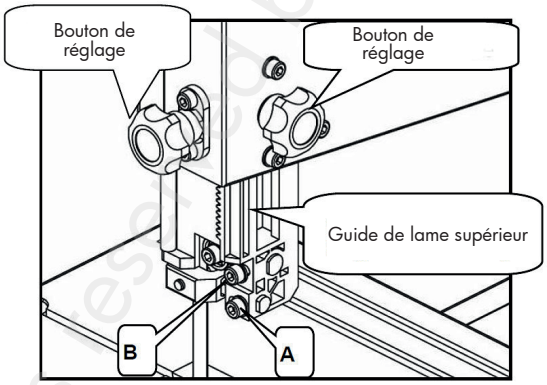
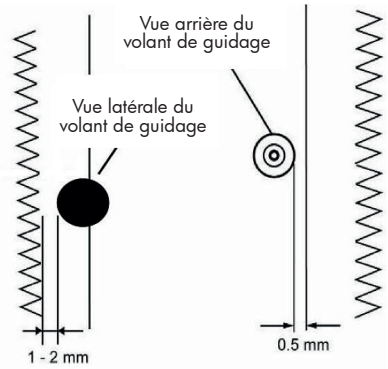
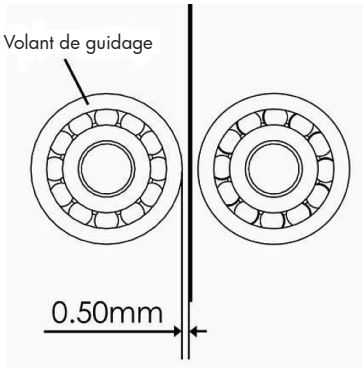

Fig. 23 : Réglage de la position du guide de lame supérieur
Fig. 24 : Réglage des roulements du guide de lame
Fig. 25 : Réglage des roulements du guide de lame
1. Desserrez la vis de serrage du guide de lame et réglez la hauteur du guide au moyen du bouton de réglage. Bloquez ensuite le bouton de réglage (voir figure 23).
2. Desserrez la vis (A, figure 23) et réglez la position du palier du guide de telle manière que le palier se trouve à une distance de 1 ou 2 mm (figure 24) des dents de la lame. Resserrez ensuite la vis (A, figure 23).
3. Desserrez la vis (B, figure 23) et réglez l'arrière du volant de guidage à 0,5 mm (figure 25) de l'arrière de la lame. Resserrez ensuite la vis (B, figure 23).